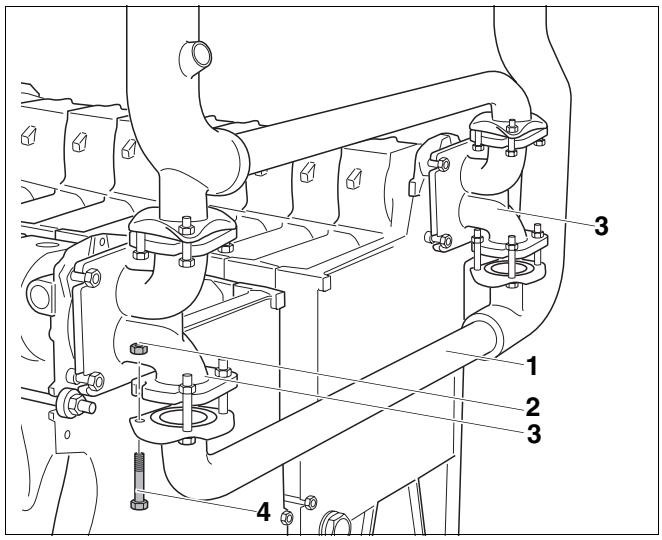

Afb. 30 Retourleiding monteren
- Draai de retourleiding (afb. 30, **pos. 1**) met telkens twee zeskantbouten M12 × 80 (afb. 30, **pos. 4**) en moeren met schijf erop geperst (afb. 30, **pos. 2**) losjes diagonaal aan het aansluitstuk (afb. 30, **pos. 3**). Plaats de zeskantbouten langs beneden.